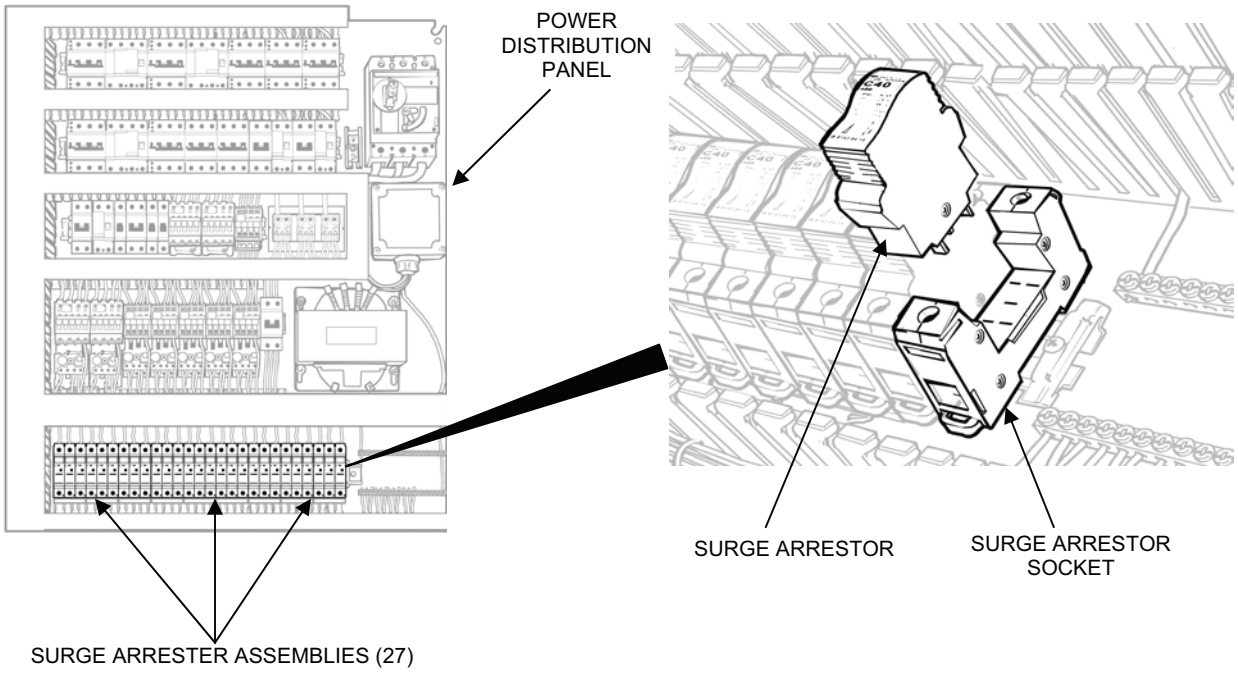

Figure 6. Surge Arrestor Replacement.
1. Remove the surge arrester as follows (see Figure 6):
2. Install the new surge arrester as follows (see Figure 6):